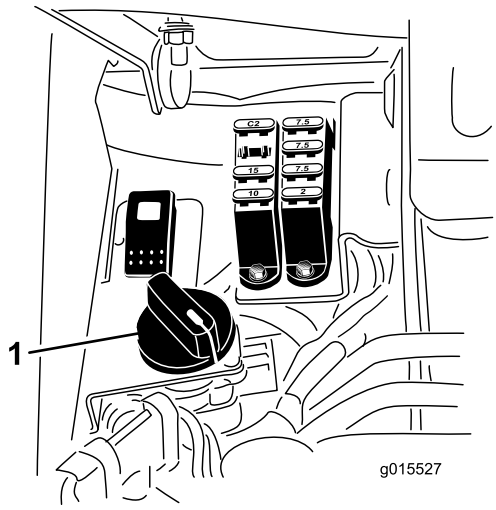

Figur 38
4. Knivcylindrenes hastighed indstilles ved at dreje grebet (Figur 38), indtil indikatorpilene står ud for det tal, der angiver den ønskede indstilling.